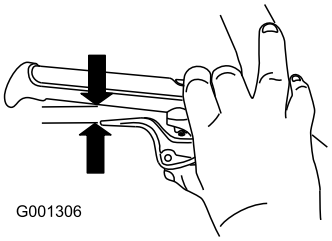

Figur 10
5. Klem hjulkoblingsarmen helt, og kontroller afstanden mellem den nederste del af håndtaget og enden af hjulkoblingsarmen (Figur 10).